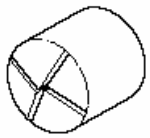
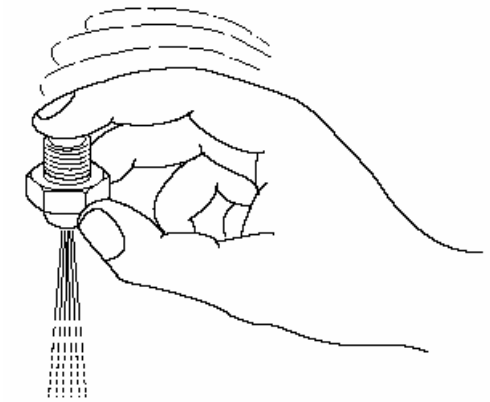

Рис. 19
Рис. 20
- убедитесь, не пользуясь ни булавкой, ни каким-либо иным острым предметом, а слегка постукивая указательным пальцем, что бензин или керосин свободно проходят через отверстие форсунки, (см. рис. 20), и что насечки совершенно чистые (см. рис. 19).